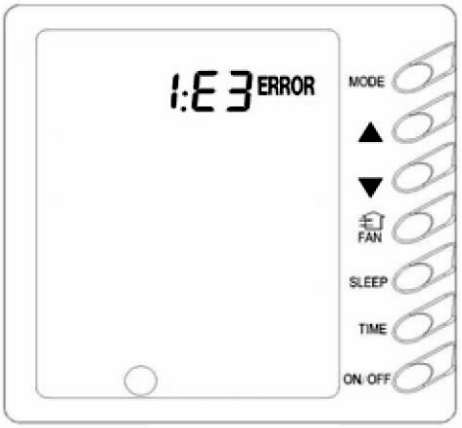

Abb. 11
10) Störungen anzeigen (Abb. 11)